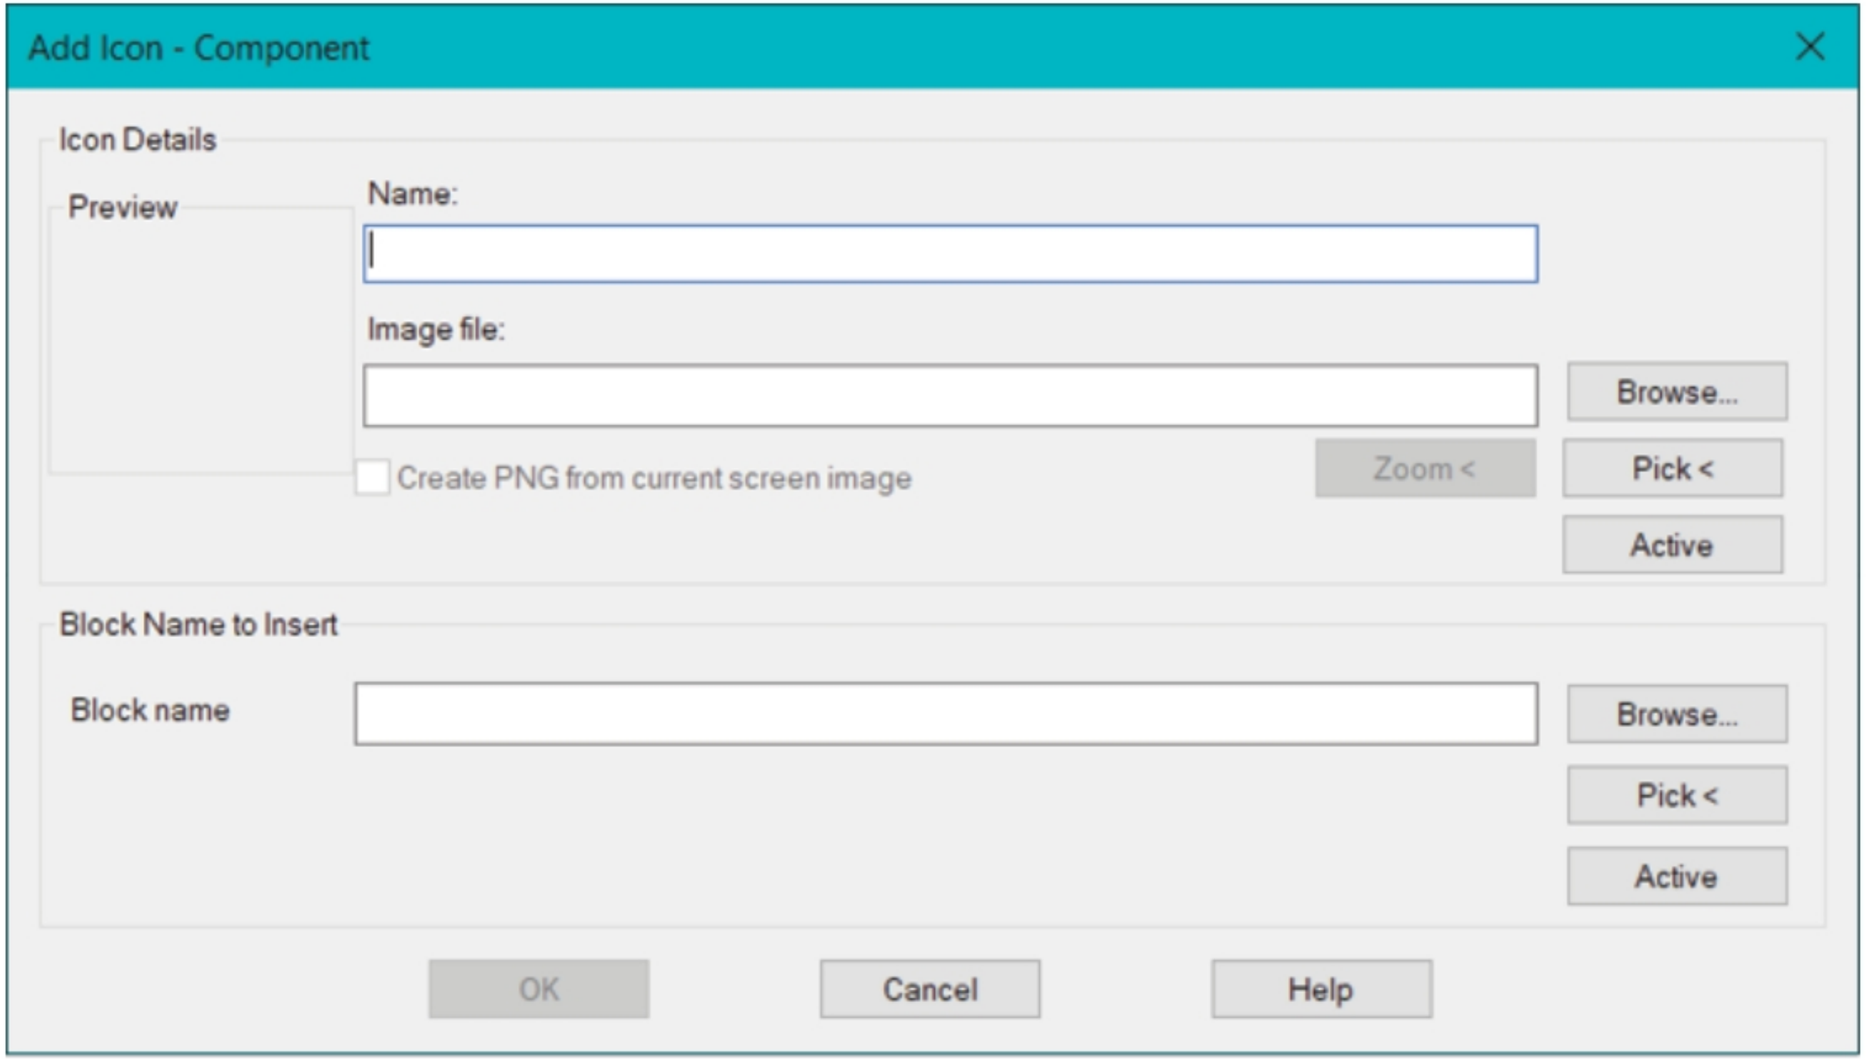

Figure-62. Add Icon-Component dialog box
- Click on the **Component** option from the menu. The **Add Icon-Component** dialog box will be displayed; refer to Figure-62.